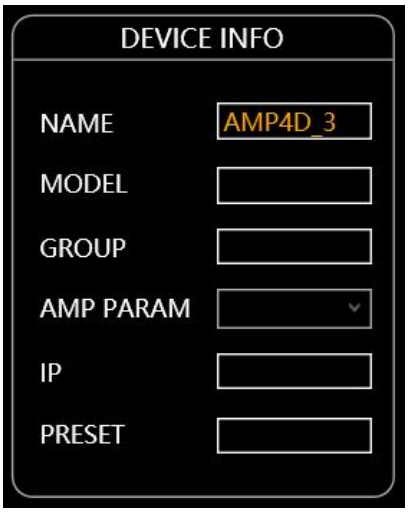

Figure 1.4
1. As shown in Figure 1.4, the device name, group, and IP can be modified. The modification method involves navigating to the "Device - Device Management" section in the upper left corner of the initial interface and making changes based on actual requirements.